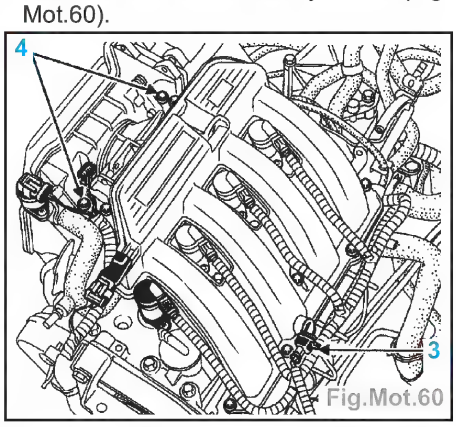

Fig.Mot.60
- Débrancher le connecteur (3) ainsi que ceux des bobines et des injecteurs (Fig. Mot.60).